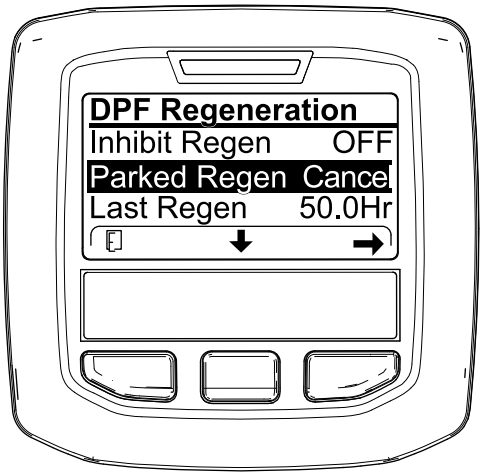
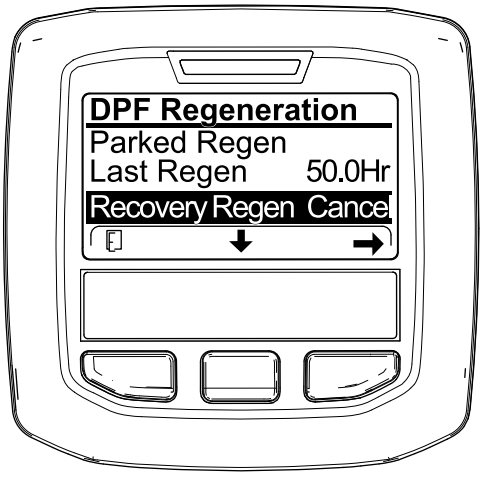

**Figuur 67**
**Figuur 68**
1. Ga naar het menu DPF Regeneration (Figuur 67).
2. Druk op de middelste knop om naar de optie PARKED REGEN CANCEL (Figuur 67) of RECOVERY REGEN CANCEL te gaan (Figuur 68).
3. Druk op de rechterknop om de optie Regen Cancel te selecteren (Figuur 67 of Figuur 68).